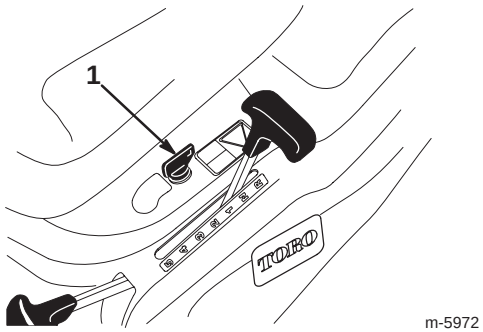

Figure 10
S'il est nécessaire d'utiliser la commande des lames (PdF) en marche arrière, désactivez ce dispositif de sécurité à l'aide du commutateur KeyChoice situé près du support du siège (Fig. 10).
2. Introduisez la clé dans le commutateur KeyChoice (Fig. 10).